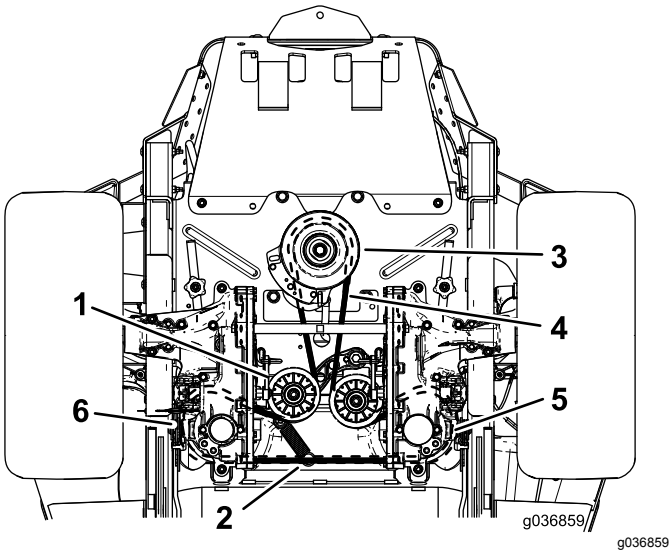

Figure 64
4. Soulevez la machine sur des chandelles (Figure 64).
6. Décrochez le ressort de la poulie de tension du tenon (Figure 64).
8. Placez une courroie neuve sur la poulie du moteur et les 2 poulies de la pompe hydraulique (Figure 64).